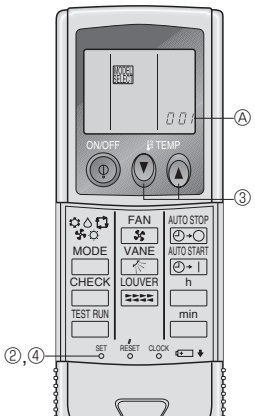

Fig. 6-8
1) Setting (Fig. 6-8)
① Insert batteries.
② Press the SET button with something sharp at the end.